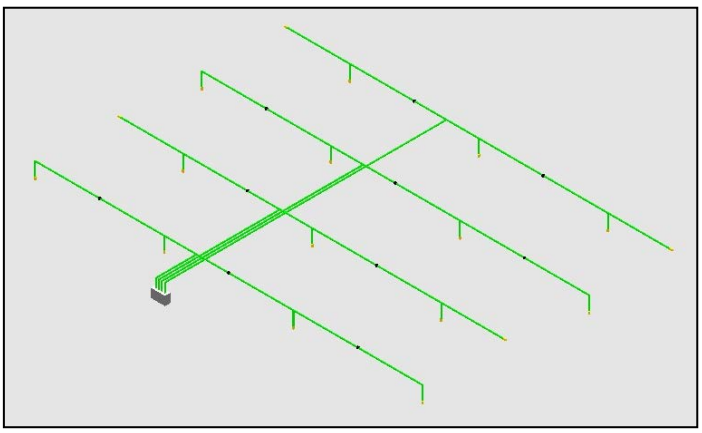

Figure 7: Example of High-Low Alternating Detection
3. High-Low Alternating Detection – alternating ceiling and drop-down sampling holes (Figure 7).
This option comprises ceiling sampling holes that alternate with drop down pipes and is used to penetrate the hot air layer at the roof level. Local codes / standards should be consulted on the maximum sampling distance below ceiling. An example of this type of sampling pipe network (branched) is presented below (Figure 7).